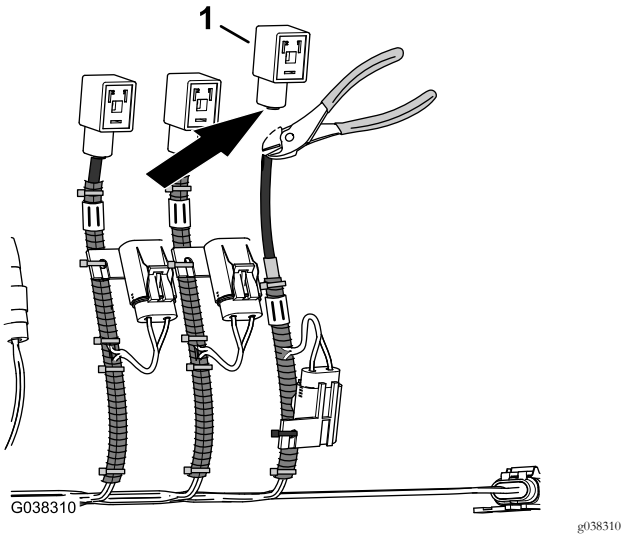

Figura 32
5. Corte a cablagem do conector DIN abaixo do conector DIN (Figura 32)